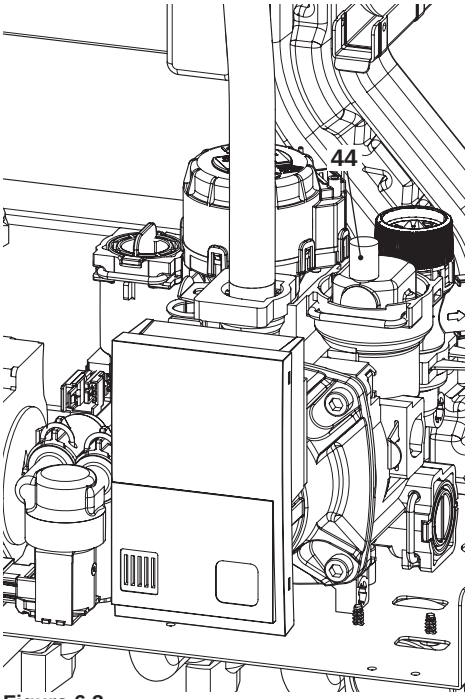

Figura 6.3
- Svitare il tappo della valvola di sfiato automatica 44 in Figura 6.3.